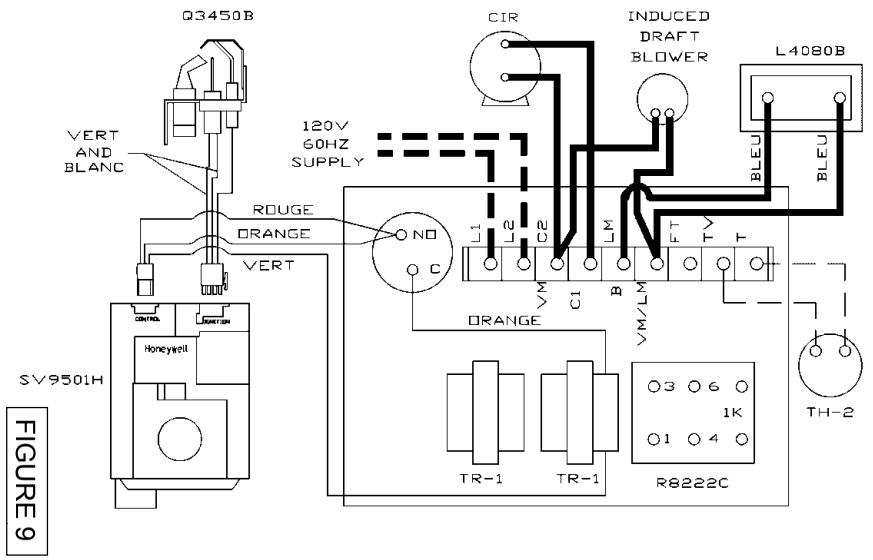

FIGURE 9
4. Contrôle pour eau chaude et câblage d'allumage de la surface chaude de Honeywell pour les chaudières des séries OSC. Voir la figure 9.